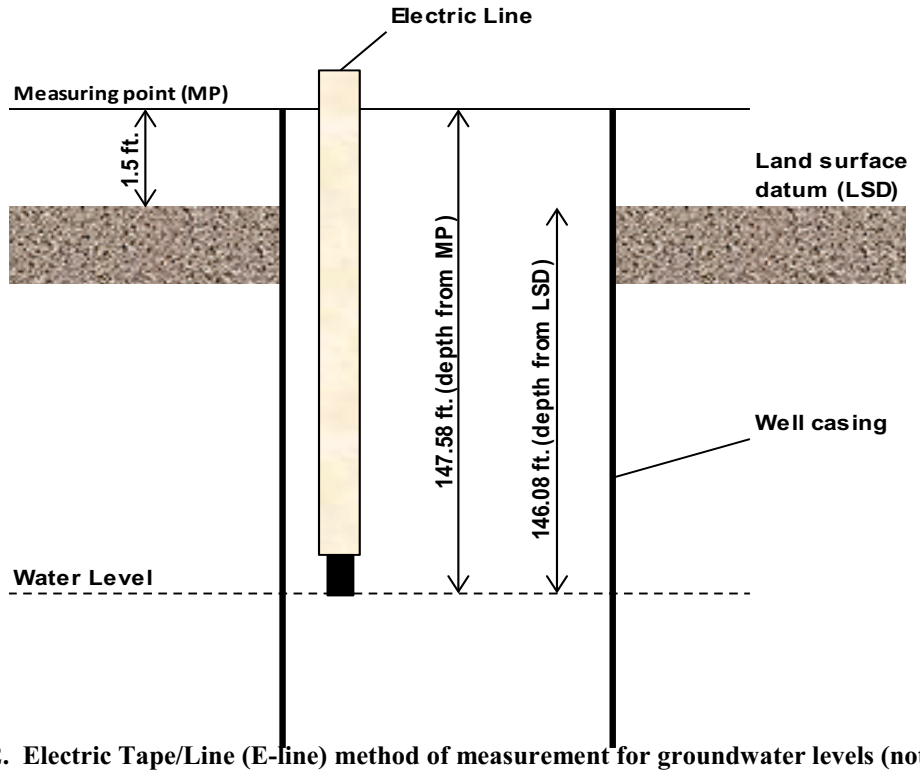

Figure 2. Electric Tape/Line (E-line) method of measurement for groundwater levels (not to scale).
4) Approach the measuring point (MP) and unlock the reel.
14) For example (see Figure 2), if the depth to water from MP is 147.58 and the MP is +1.5, the calculation is 147.58 – (+1.5) = 146.08. The result, 146.08 feet, is the depth to water from land surface.